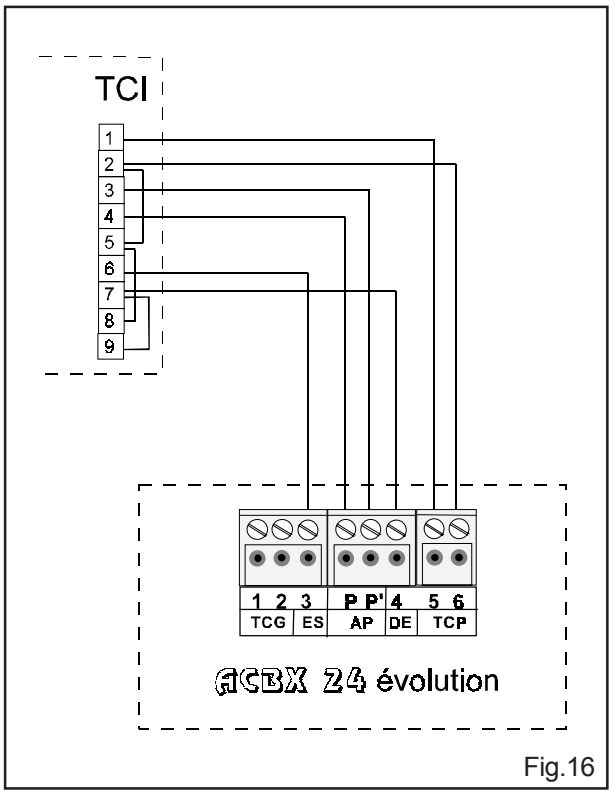

Fig.16
- Exemple de raccordement d'une télécommande impulsionnelle TCI mise en/hors service partielle - (code 10209) fig.16.